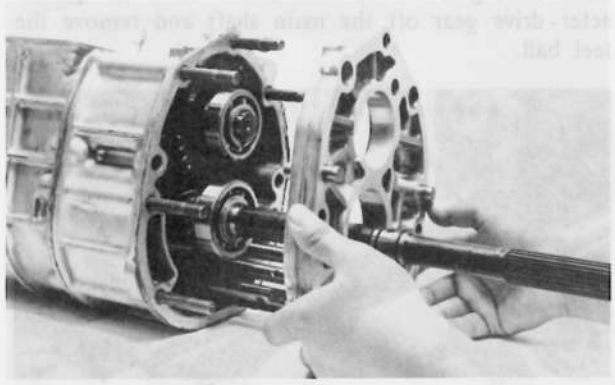

Fig. 7A–12 Removing rear bearing housing
13. Remove the snap ring that secures the main shaft rear bearing to the main shaft. Remove the bearing, thrust washer and bearing inner race with the **puller** (49 0839 425B), as shown in Fig. 7A–13.